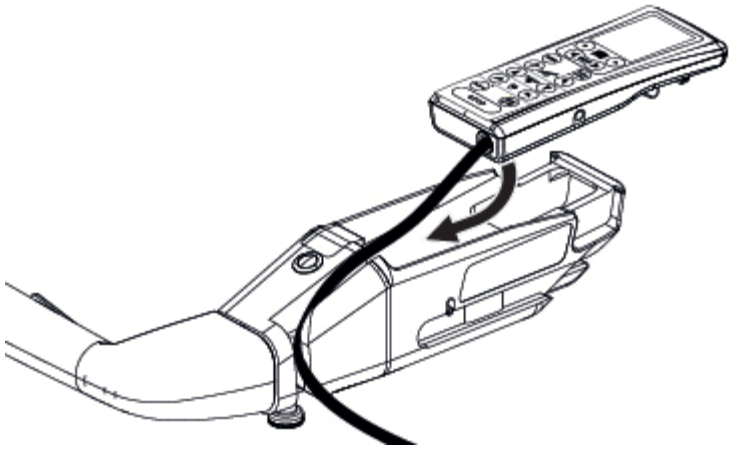

Figura 6-6. Instalar o controlo manual
1. Introduza o cabo de ligação através da ranhura na pega de transferência motorizada. Consulte a *Figura 6-6*.